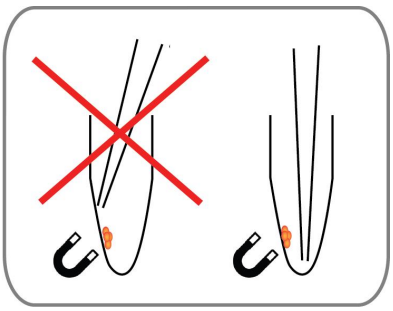

Figure 12. Bead pellet
F. While keeping the tube on the magnetic rack, carefully remove and discard the solution. **Note! It is important to avoid touching the bead pellet during this step. See figure 12 below**
J. Carefully remove as much **Wash** solution as possible by pipetting from the bottom of the tube. **Note! It is important to avoid touching the bead pellet and the walls of the tube during this step. See figure 12 below**